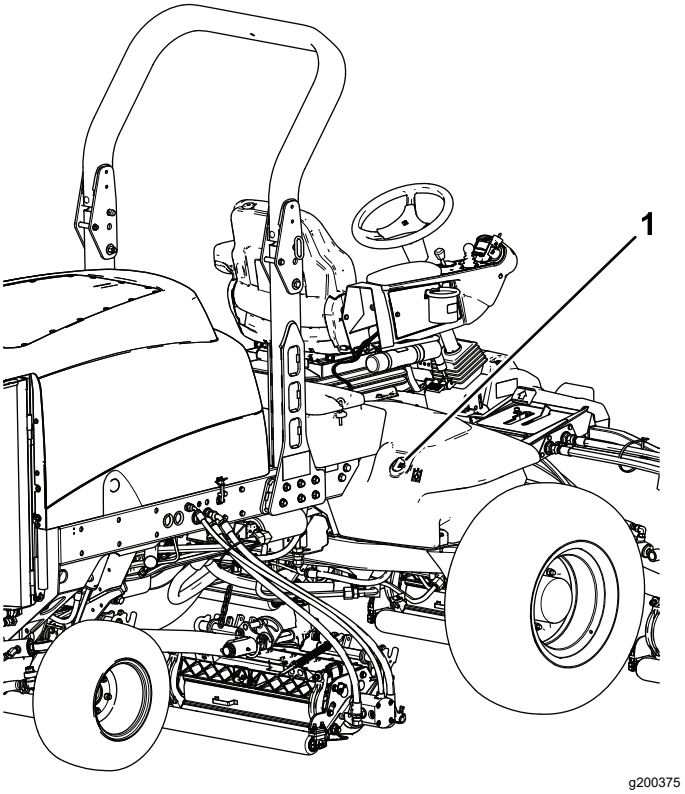

Figura 117
2. Limpe a zona em redor do tubo de enchimento e da tampa do depósito hidráulico (Figura 117).